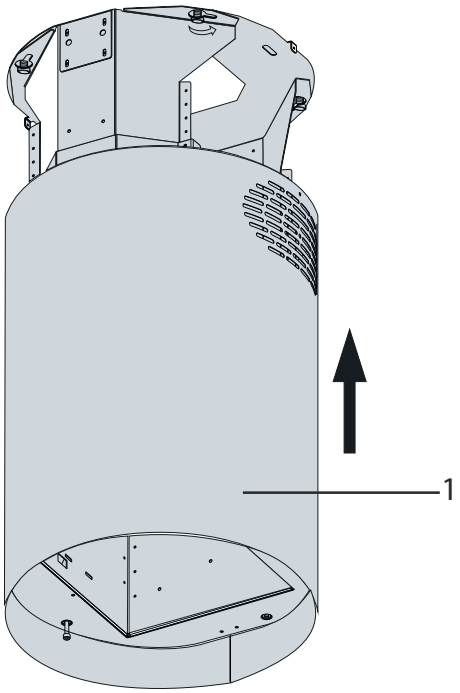

*Fig. 16*
**5.** Deslizar o tubo de escape interior no bloco do motor e fixar o mesmo no bloco do motor com os parafusos fornecidos com o produto (Fig. 16).